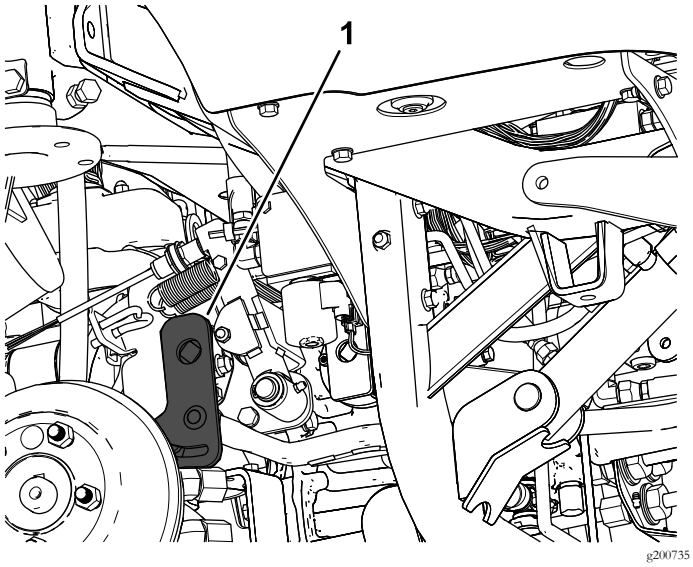

Figur 4
1. Find og fjern traktionshåndtagets arm (Figur 4).